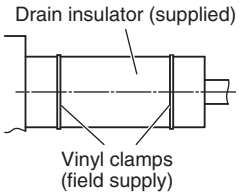

Fig. 2-123
(2) After connecting the drain pipe securely, wrap the supplied packing and drain pipe insulator around the pipe, then secure it with the vinyl clamps . (Fig. 2-123)